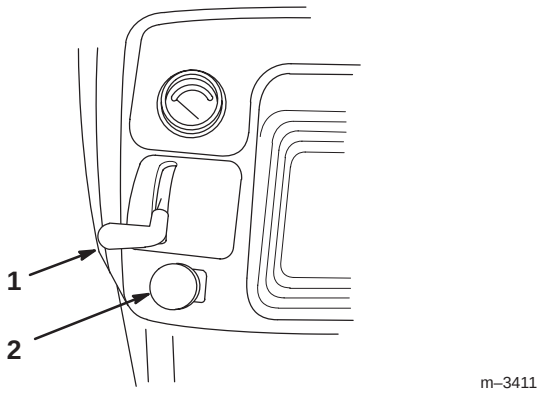

Bild 14
3. Schieben Sie den Zapfwellenschalter auf “AUS” (Bild 14).
4. Stellen Sie den Gashebel auf LANGSAM (Bild 14).
1. Stellen Sie den Gashebel auf LANGSAM (Bild 14).